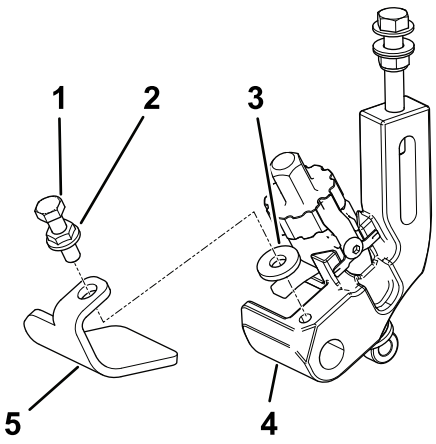

Figure 2
3. On the right side of the cutting unit, use the cap screw, flange nut, and washer to locate the left skid on the right HOC bracket assembly (Figure 2).